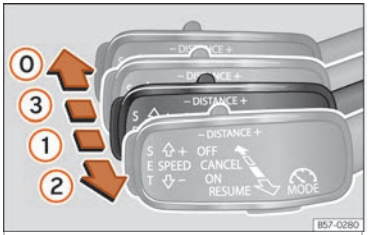
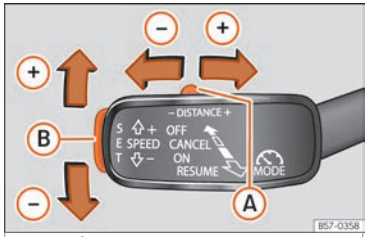

Fig. 158 À esquerda da coluna de direção: terceira alavanca para utilizar o ACC.
Fig. 159 À esquerda da coluna de direção: terceira alavanca para utilizar o ACC.
O seu veículo dispõe de ACC se possuir uma terceira alavanca à esquerda da coluna da direção ››› Fig. 158.
- Desloque a terceira alavanca até à posição **ON** ››› Fig. 158 ①
- Para começar a regulação pressione o botão **SET** ››› Fig. 159 Ⓑ ou desloque a alavanca para a posição **RESUME** ››› Fig. 158 ②.
Para programar desloque a terceira alavanca para cima **+** ou para baixo **–** até a velocidade desejada ››› Fig. 159. O ajuste de velocidade realiza-se em intervalos de 10 km/h (5 mph).
Com o ACC ativo pode deslocar a alavanca até à posição **RESUME** ››› Fig. 158 ② para aumentar a velocidade desejada em 1 km/h (1 mph). Em seguida, pode pressionar **SET** para diminuí-la em 1 km/h (1 mph).
- Desloque a tecla Ⓐ ››› Fig. 159 para a direita ou a esquerda para aumentar ou diminuir o nível de distância.
- Desloque a terceira alavanca para a posição **CANCEL** ››› Fig. 158 ③ ou carrege no pedal do travão.